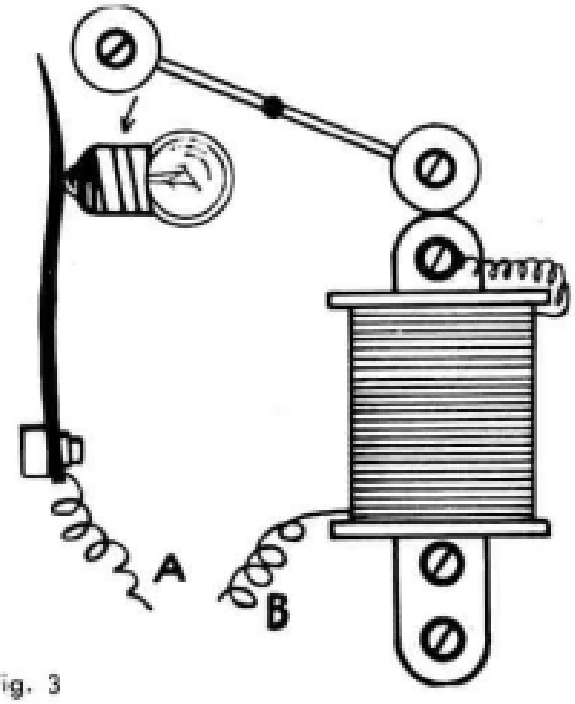

Fig. 3
Si un court-circuit se produit, la totalité du courant magnétise le noyau (1) qui attire le bras de manivelle (8) (fig. 3). En basculant, le bras de manivelle libère la lamelle (5), qui établit le contact avec la lampe. Celle-ci s'allume en même temps que le courant est coupé dans les rails. La remise en place du bras de manivelle s'effectue à la main. Le disjoncteur magnétique ne fonctionne pas sur les vitesses intermédiaires. Il ne protège le réseau qu'en cas de vitesse maximum.